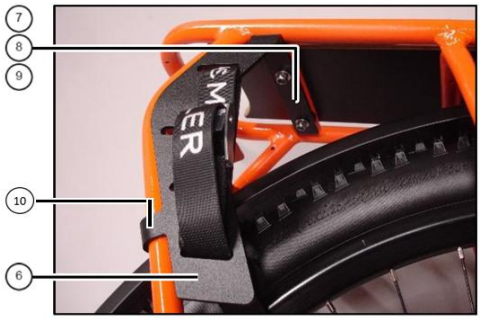

Abb. A2 / fig. A2
FollowMe-Blech ⑥ mit Senkkopfschrauben M5x30 ⑦, zwei Spacern 5x20x3 ⑧ und vorhandenen Muttern ⑨ von unten am Gepäckträger befestigen. Seitlich mit Schelle ⑩ durch eine Senkkopfschraube M5x30 und eine Flanschmutter M5 befestigen (Abb. A2).
Fasten FollowMe sheet ⑥ to the carrier from below using M5x30 countersunk screws ⑦, two 5x20x3 spacers ⑧ and existing nuts ⑨. Fasten laterally with clamp ⑩ using a countersunk screw M5x30 and a flange nut M5 (Fig. A2).